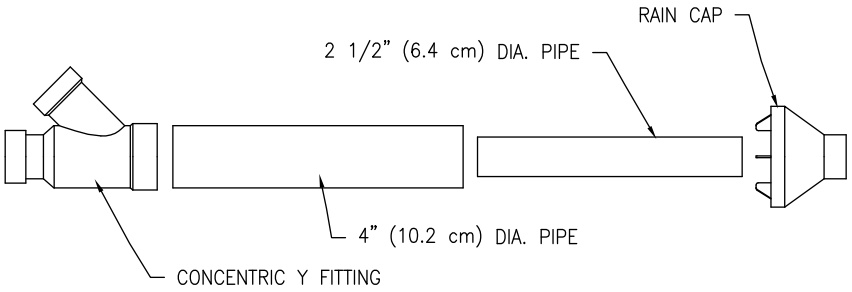
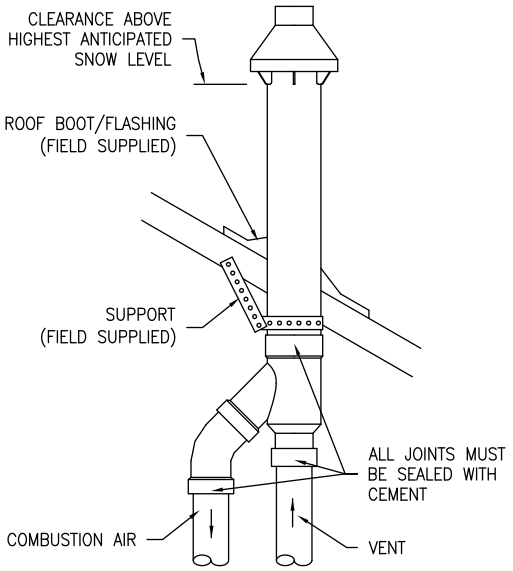

Figure 20. Concentric Vent Kit Part Identification
Figure 22. Concentric Vent Roof Top Attachment
a. Cement concentric Y fitting to larger diameter pipe. (See Figure 20).
6. Secure assembly to roof structure as shown in Figure 22 using field-supplied metal strapping or equivalent support material.
Ensure termination height is above the roof surface or anticipated snow level. Figure 22.
8. Cement heater combustion-air and vent pipes to concentric y fitting assembly (Figure 20). See Figure 22 for proper pipe attachment.
a. Cement Y concentric fitting to larger diameter kit pipe. (See Figure 20).